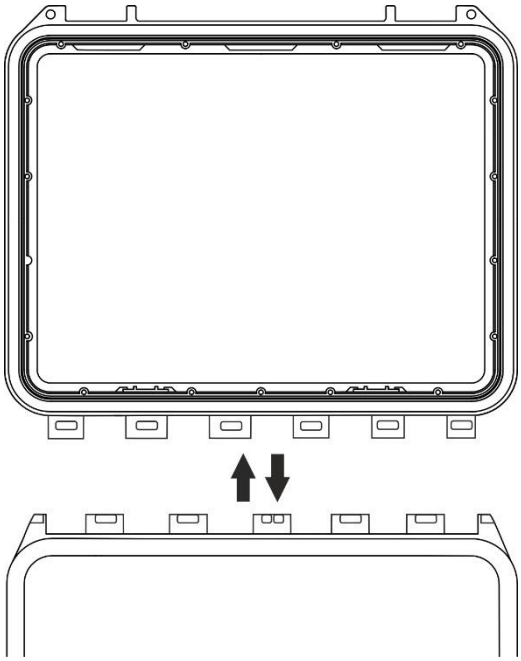

Fig. 7: Remoção da tampa da caixa de instrumento - Passo 3
3. Retirar a tampa da caixa do seu alojamento, como indicado na Fig. 7 abaixo.